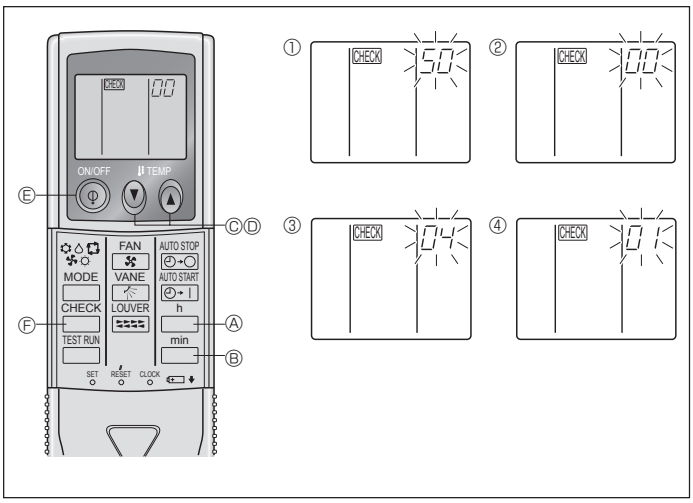

Fig. 6-10
2) Pour télécommande sans fil infrarouge. (Fig. 6-10)